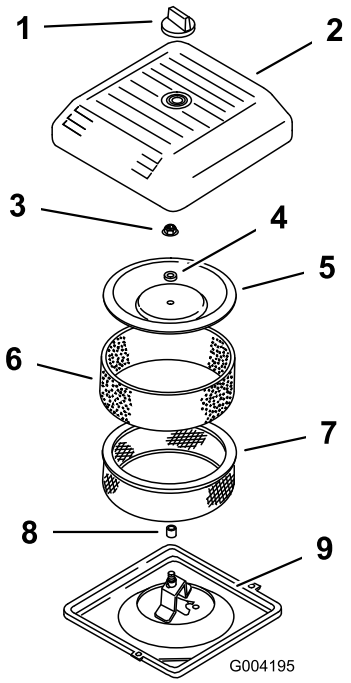

Figur 18
2. Skru knappen af, og fjern luftfilterdækslet (Figur 18).
3. Skub forsigtigt skumforfilteret ud af papirindsatsen (Figur 18).
4. Skru dækselmøtrikken af, og fjern dækslet, afstandsklodsen og papirfilteret (Figur 18).
2. Placer luftfilteret på luftfilterfoden (Figur 18).
3. Monter dækslet og afstandsklodsen, og fastgør det med dækselmøtrikken (Figur 18). Tilspænd møtrikken til 11 Nm.
4. Monter luftfilterdækslet, og fastgør det med knappen (Figur 18).